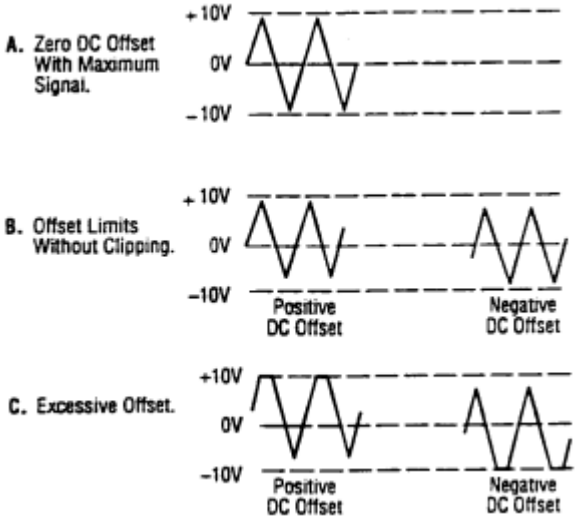

Figure 3. Use of DC OFFSET Control
7. A superimposed DC component can be added to the output signal by engaging the **DC OFFSET** switch (14) to enable operation of the **DC OFFSET** control (5). Rotation of this control adds a positive or negative DC component to the output signal. The DC component introduced is independent of the **OUTPUT LEVEL** control and can be varied by ±10 volts open circuited or ±5 volts into 50 Ω. The DC Offset does not affect the **TTL/CMOS** output jack. The effect of DC OFFSET is shown in Fig. 3.
6. Remember that the output signal swing of the generator is limited to ±10 volts open circuited or ±5 volts into 50 Ω, and applies to the combined peak-to-peak signal and DC offset. Clipping occurs slightly above these levels. Fig. 3 illustrates the various operating conditions encountered when using the DC offset. If the desired output signal is large or if a large DC offset is required, an oscilloscope should be used to make sure that the desired signal is obtained without undesirable clipping.